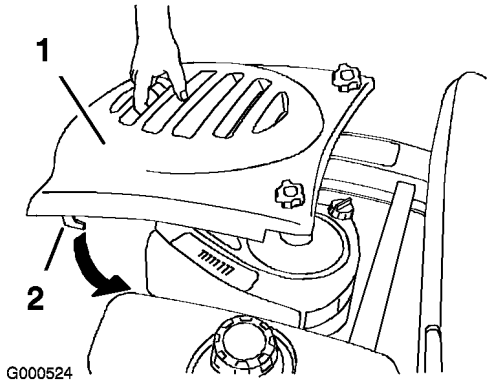

Figure 18
2. Pour mettre le capot en place, engagez les crochets dans les fentes et poussez le capot en avant (Figure 18).